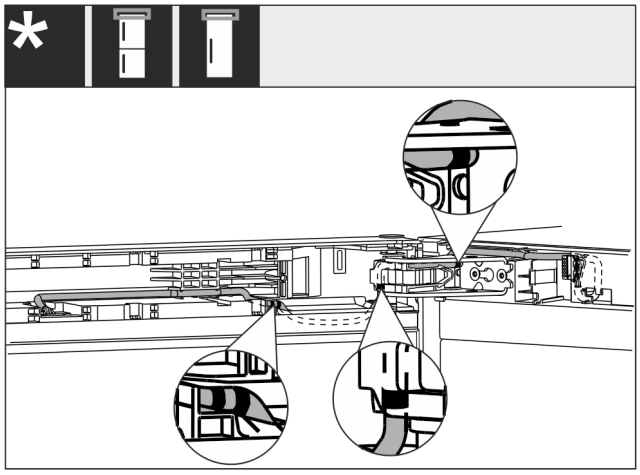

Fig. 61
- ▷ Pokládka kabelu je zobrazena na obrázku *Fig. 61 ()*.